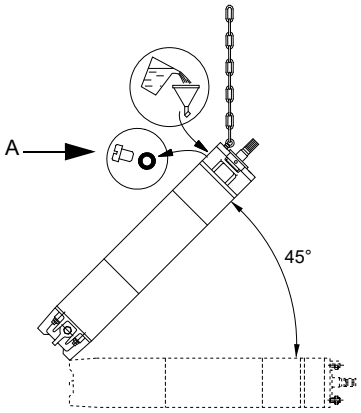

Рис. 7 Положение электродвигателя при заполнении – MMS
1. Установите электродвигатель под углом 45° так, чтобы верхняя часть двигателя была направлена вверх. См. рис. *Рис. 7*.
2. Ослабьте резьбовую пробку (A) и установите воронку в отверстие.